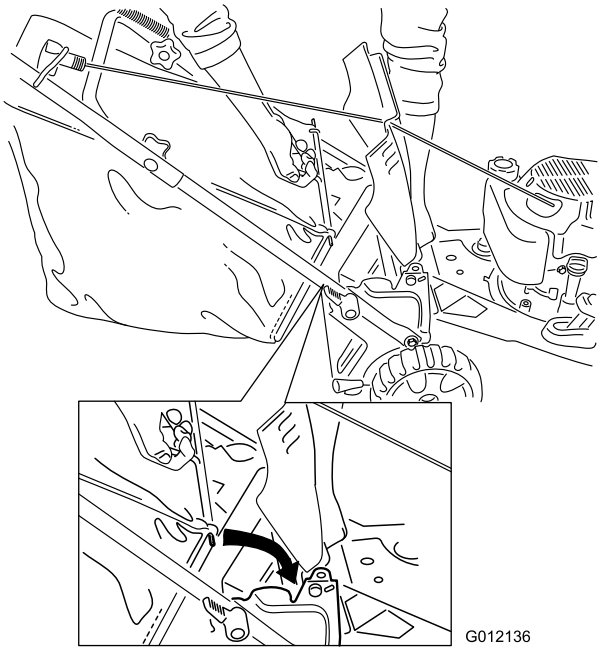

Rysunek 19
2. Podnieś i przytrzymaj w górze tylne drzwiczki, załóż worek w wycięciach, a następnie opuść tylne drzwiczki (Rysunek 19).